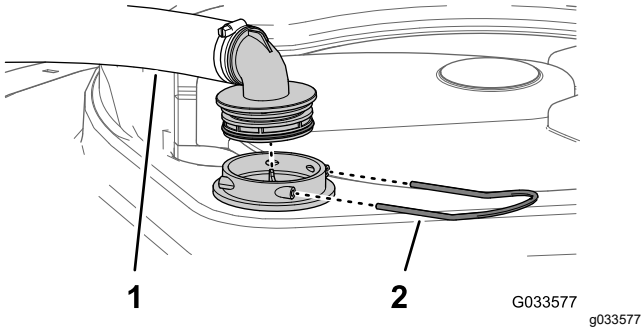

Figura 49
2. En la parte superior del depósito de fumigación, retire la horquilla de retención que sujeta el acoplamiento que está conectado a la manguera grande y al alojamiento del filtro (Figura 49).
3. Retire la manguera y el acoplamiento del alojamiento del filtro (Figura 49).